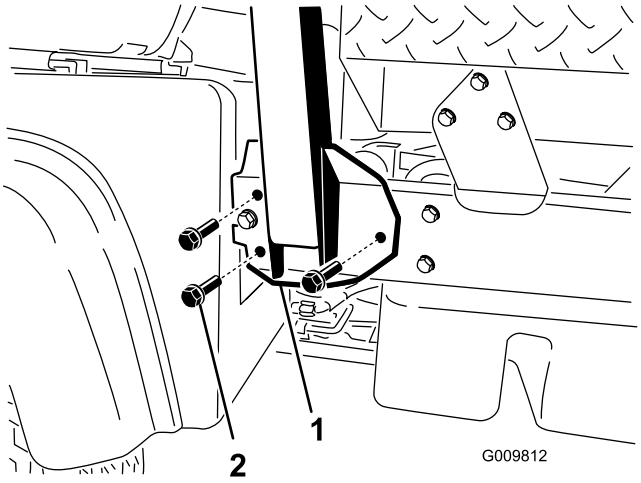

Figur 4
1. Rett inn hver side av veltebeskyttelsen med monteringshullene på hver side av kjøretøysrammen som vist i Figur 4.